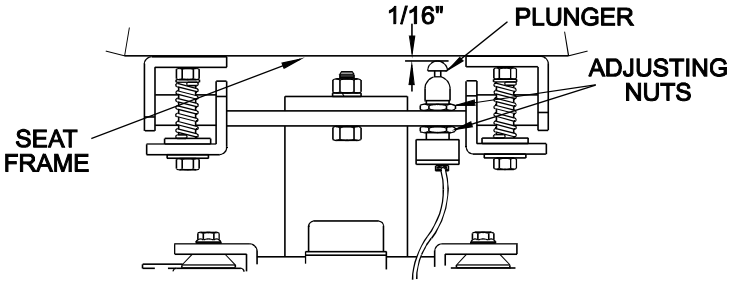

FIGURE 12
b) With operator out of seat, adjust the seat switch to provide a 1/16" clearance between the switch plunger and the seat frame (See Figure 12).